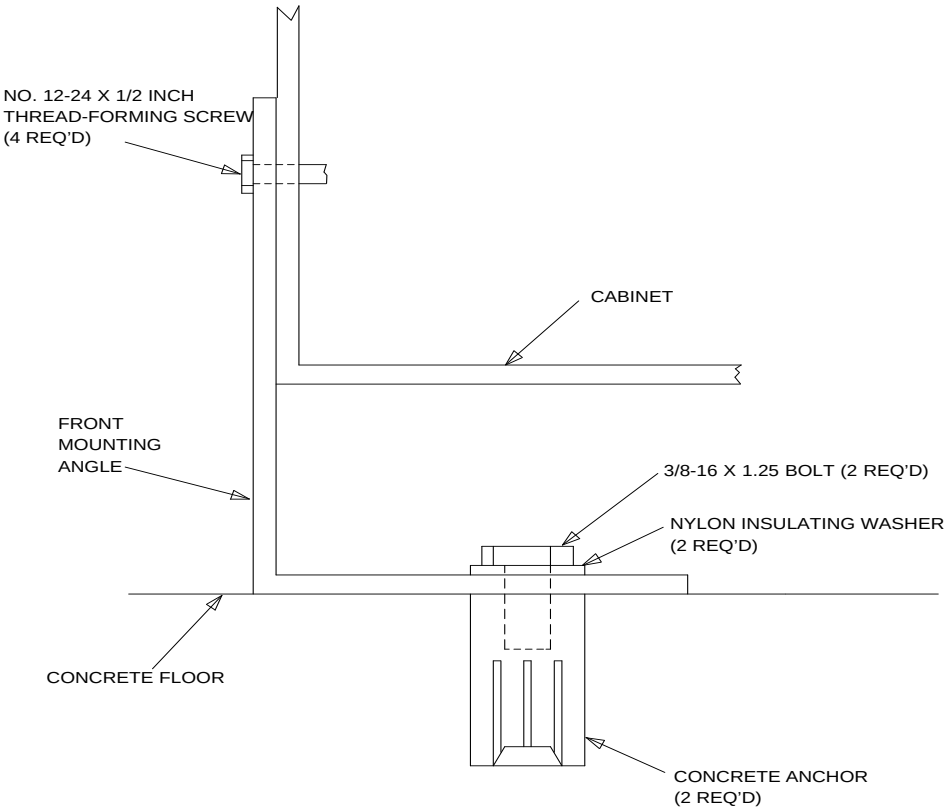

Figure 5-3. Front Mounting Angle — Concrete Floor
4. Mount the front mounting angle to the floor (Figure 5-3).